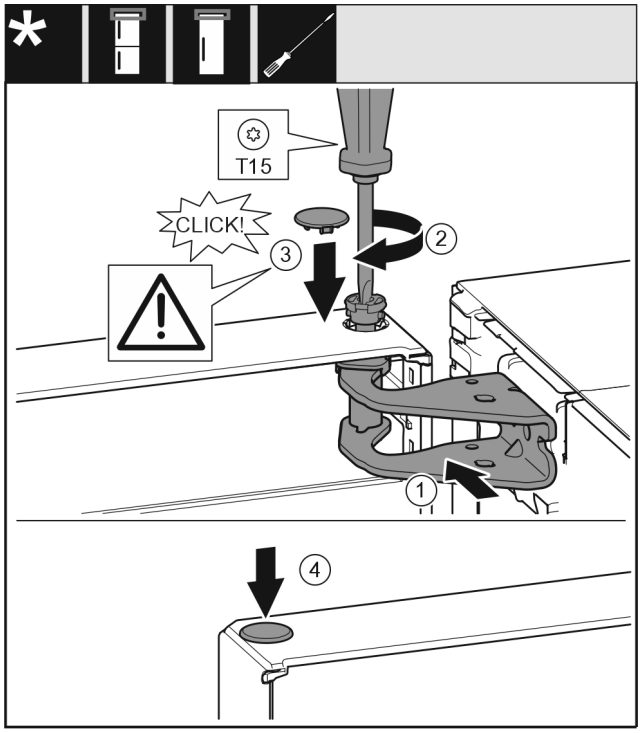

Fig. 21
▶ Aliniați ușa sus spre deschizătură în suportul de lagăr *Fig. 21 (1)*.
▶ Introduceți bolțul *Fig. 21 (2)* și înșurubați-l ferm cu șurubelnița.
▶ Montați capacul *Fig. 21 (3)*.
▶ Controlați să fie capacul *Fig. 21 (3)* așezat pe ușă.
▶ Montați capacul *Fig. 21 (4)*.